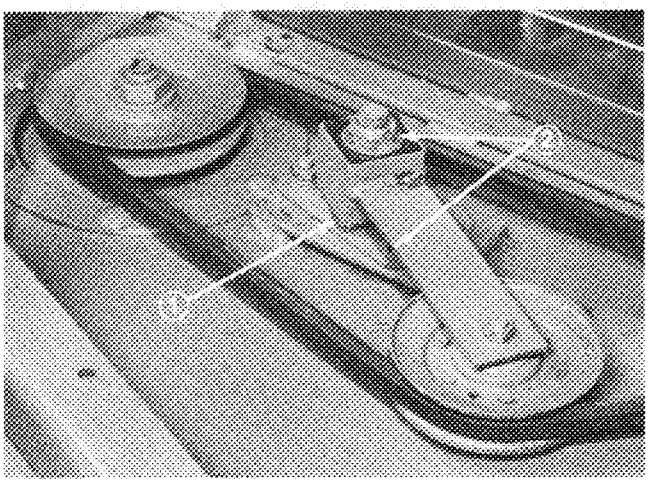

Figure 32
3. Loosen two nuts securing idler plate in place (Fig. 32) and remove old belt from pulleys.